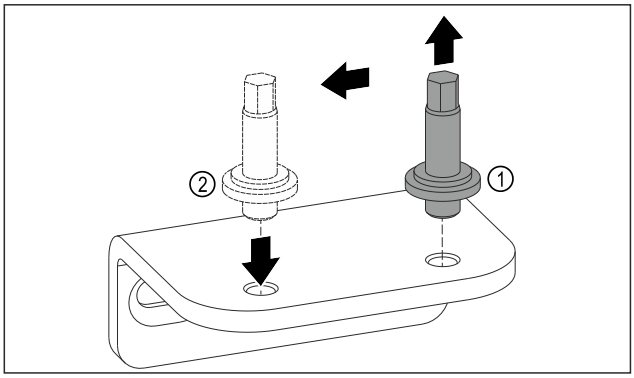

Fig. 13
- ▶ Kierrä alemman laakerijalustan pultit ulos SW5-ulkokuusioavaimella. *Fig. 13 (1)*
- ▶ Aseta pultit vastapäiselle puolelle. *Fig. 13 (2)*